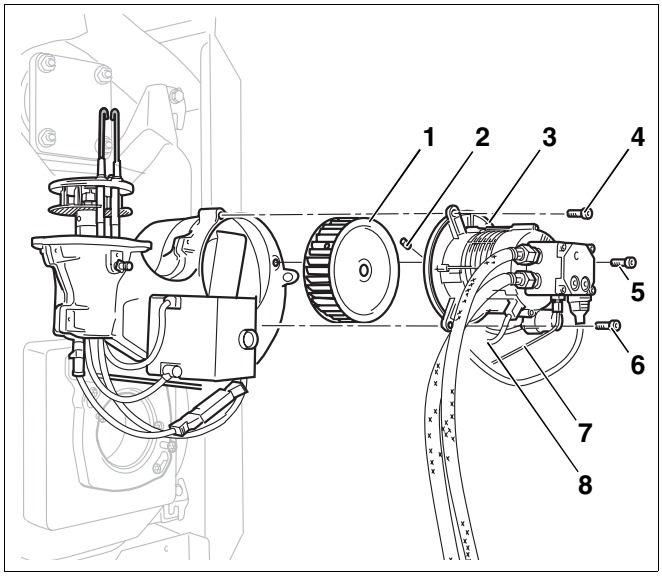

Abb. 25 Gebläserad reinigen oder austauschen
- Motorstecker (Abb. 25, **Pos. 8**) und Magnetventilstecker abziehen.
- Ölrohr (Abb. 25, **Pos. 7**) von der Ölpumpe abschrauben.
- Flanschschrauben (Abb. 25, **Pos. 4 – 6**) vom Motor lösen.
- Motor (Abb. 25, **Pos. 3**) mit Gebläserad (Abb. 25, **Pos. 1**) abnehmen.
- Optische Kontrolle des Gebläserades (Abb. 25, **Pos. 1**), ggf. reinigen oder austauschen.
- Zum Austauschen des Gebläserades (Abb. 25, **Pos. 1**) Gewindestift (Abb. 25, **Pos. 2**) lösen.
- Motor (Abb. 25, **Pos. 3**) mit Gebläserad (Abb. 25, **Pos. 1**) wieder anschrauben. Der Abstand des Gebläserades (Abb. 25, **Pos. 1**) zum Motorflansch muss 0,5 – 0,8 mm betragen.
- Ölrohr (Abb. 25, **Pos. 7**) an Ölpumpe montieren.
- Motorstecker (Abb. 25, **Pos. 8**) und Magnetventilstecker einstecken.